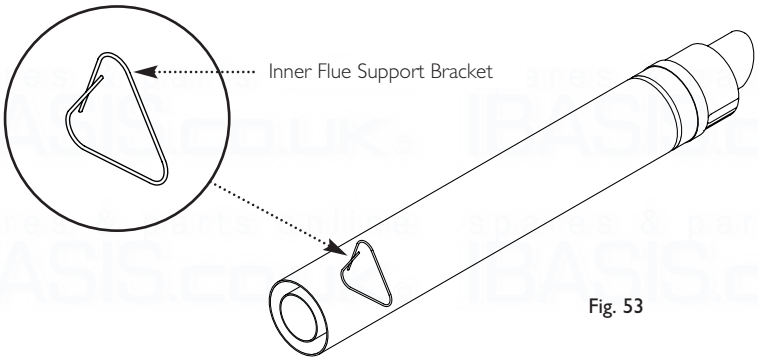

Fig. 53
7. Take the inner flue support bracket (if not already fitted) and engage it over the flue duct. This will centralise the flue and air ducts, and ease assembly (Fig. 53).